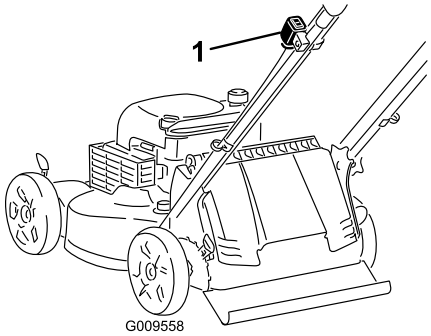

Figure 11
1. If the ignition switch on your mower (Figure 11) is a toggle switch (with both an "I" and a "Stop"), push the switch to the ("I") position. Otherwise, go to step 2.